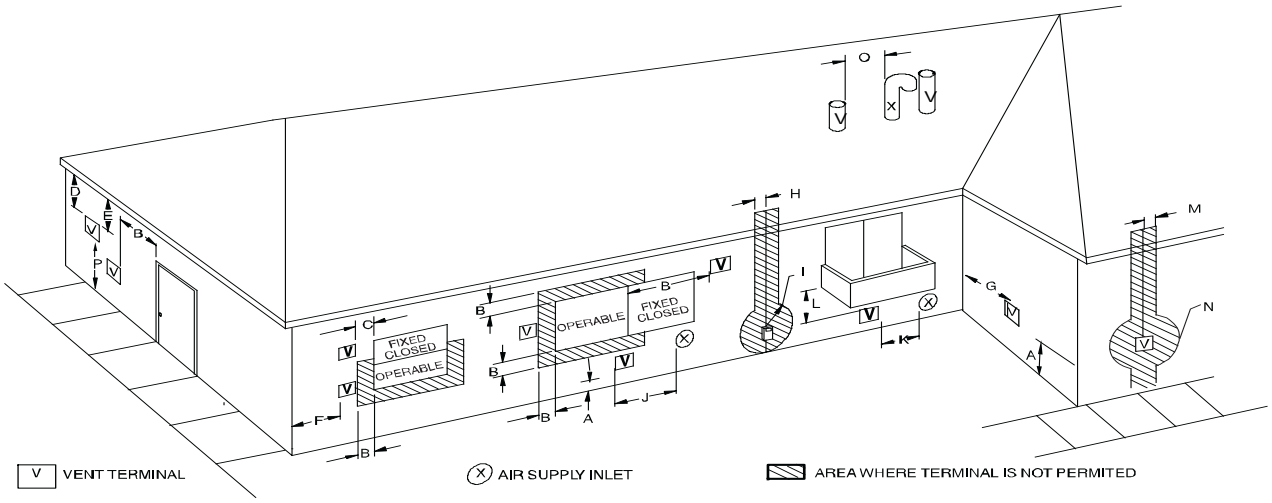
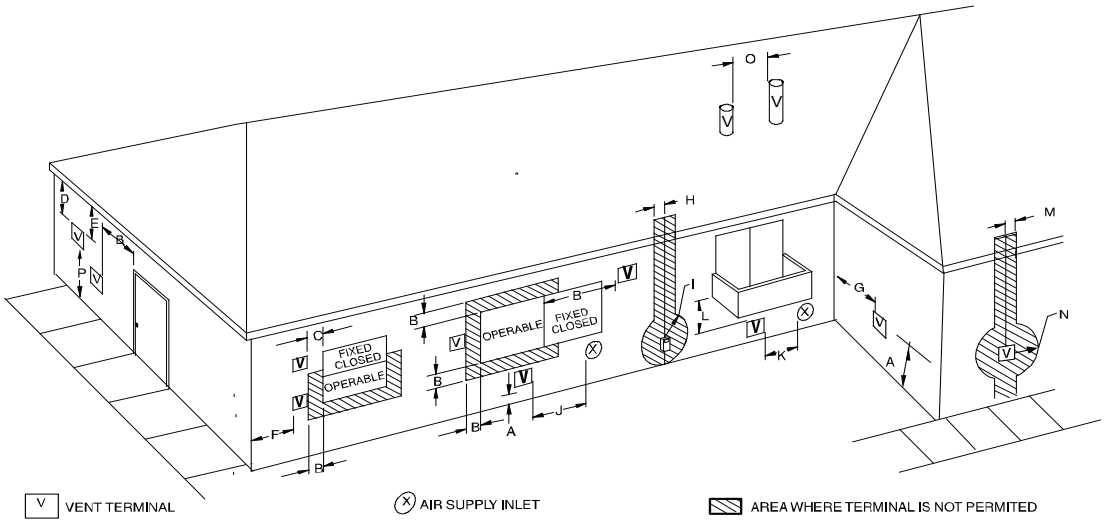
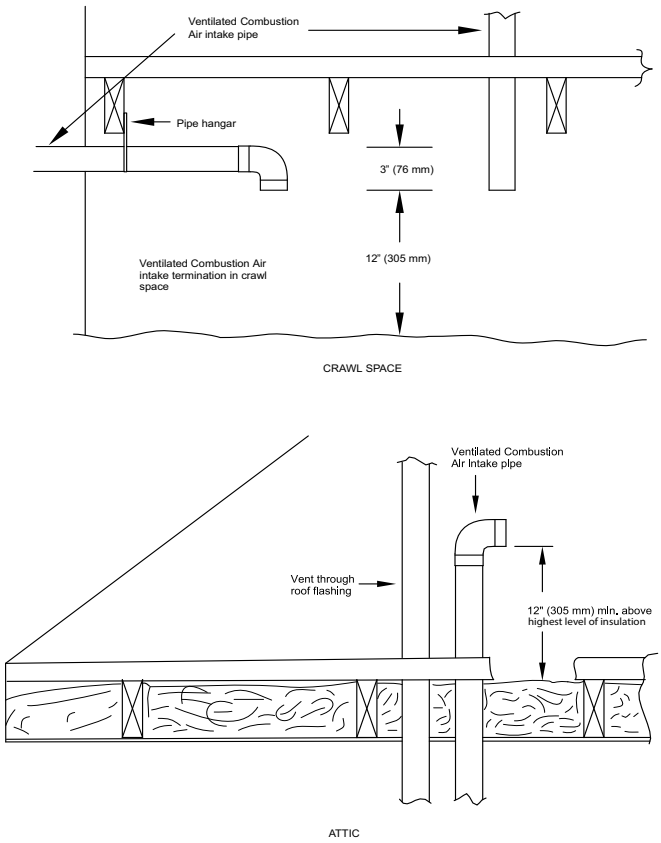

Fig. 44 – Direct Vent Termination Clearance
Fig. 45 – Ventilated Combustion Air and Non-Direct Vent Termination Clearance
Fig. 48 – Vent Terminations for Ventilated Combustion Air A10497
In a direct-vent (2-pipe) system, all air for combustion is taken directly from outdoor atmosphere, and all flue products are discharged to outdoor atmosphere. Combustion-air and vent pipes must terminate together in the same atmospheric pressure zone, either through the roof (preferred) or a sidewall. See Fig. 44 for references to clearances required by National code authorities.
In a ventilated combustion air option, the vent terminates and discharges the flue products directly to the outdoors similar to a direct vent system. See Fig. 45 for references to clearances required by National code authorities.
In a non direct-vent (1-pipe) system, all air for combustion is taken from the area adjacent to furnace, and all flue products are discharged to outdoor atmosphere. Air for combustion must be supplied as described in the Air For Combustion and Ventilation Section. Do not use an abandoned chimney to supply outside air to the furnace. See Fig. 45 for references to vent clearances required by National code authorities.
For vent termination clearance, references to National codes are shown in Fig. 44 for Direct Vent/2-Pipe system and Fig. 45 for Ventilated Combustion Air/Non-direct Vent/1-Pipe system. For exterior termination arrangements, refer to Fig. 41 for Direct Vent/2-Pipe system and Fig. 42 for Ventilated Combustion Air/Non-Direct/1-Pipe system. Contact Local code authorities for other requirements to and/or exemptions from the National codes shown in the figures.
1. Comply with all clearance requirements stated in Fig. 44 or Fig. 45 per application.
Direct vent (2-pipe) vent and combustion air pipes must terminate outside the structure. See Fig. 44 For references to vent clearances required by National code authorities. Allowable vent and combustion air terminations are shown in Fig. 41.
The vent pipe for a Non Direct Vent (1-pipe) system must terminate outdoors. See Fig. 45 for references to vent clearances required by National Code authorities. Allowable vent terminations are shown in Fig. 42.
The vent pipe for a Ventilated Combustion Air System must terminate outdoors. See Fig. 45 for references to vent clearances required by National code authorities. Allowable vent terminations are shown in Fig. 42. The combustion air pipe terminates in a well-ventilated attic or crawl space. Follow the clearances as shown in Fig. 48.